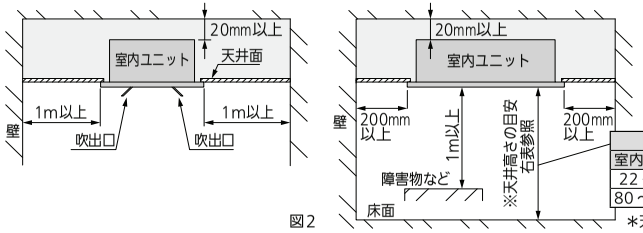

図2
- サービス時の作業用スペースを考慮してください。（図2）
4-5. 室内ユニットと障害物および床面までの距離は図2に従ってください。